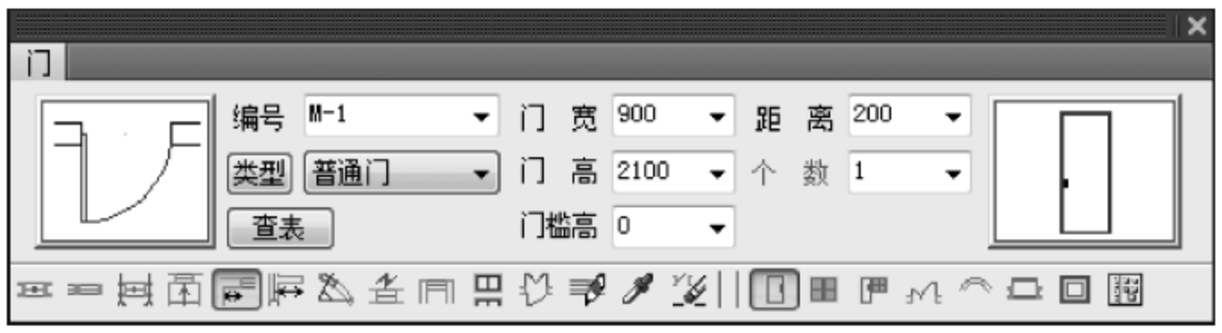

图 6-12　“门”对话框
(1) 单击菜单栏中的“门窗”→“门窗”命令，打开“门”对话框，在“编号”中输入编号“M-1”，在“门宽”中输入“900”，在“门高”中输入“2100”，在“门槛高”中输入“0”，在下侧工具栏图标左侧中选择插入门的方式为“垛宽定距插入”，距离为“200”，如图 6-12 所示。